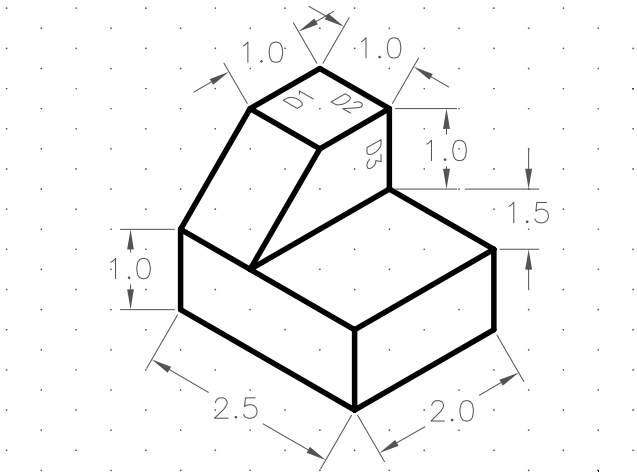

Figure 19-15 *The dimensioned isometric drawing before using the* ***Oblique*** *tool*
1. Dimension the drawing given in Example 1, as shown in Figure 19-15. You can use the aligned or linear dimensions to dimension the drawing. Remember that when you select the points, you must use the **Intersection** or **Endpoint** object snap to snap the endpoints of the object you are dimensioning. AutoCAD LT automatically leaves a gap between the object line and the extension line, as specified by the **DIMGAP** variable.